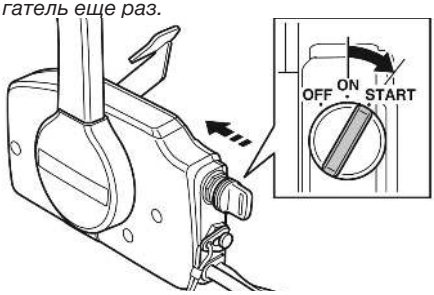

Рис. 33 Запуск холодного двигателя электрическим стартером
3. Удерживая ключ в нажатом положении, одновременно переведите ключ зажигания в положение START (Рис. 33). Электрический стартер начнет проворачивать коленчатый вал двигателя.